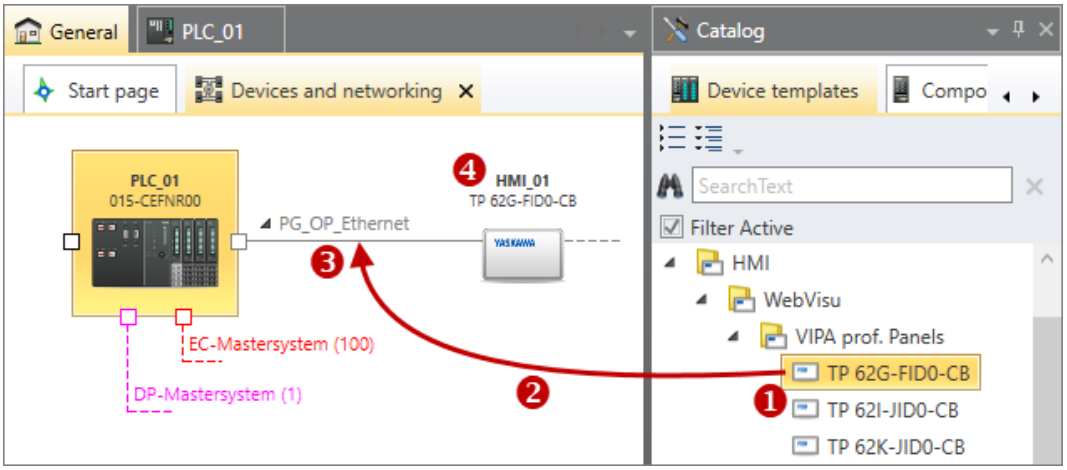

Fig. 59: Adding HMI device via "Catalog"
- **Catalog:** Drag the desired HMI device from the *'Device templates'* register of the catalog (↳ *Chapter 4.10 'Catalog' on page 31*) to the connecting line "PG_OP_Ethernet" in the *'Devices and networking'* editor. Fig. 59